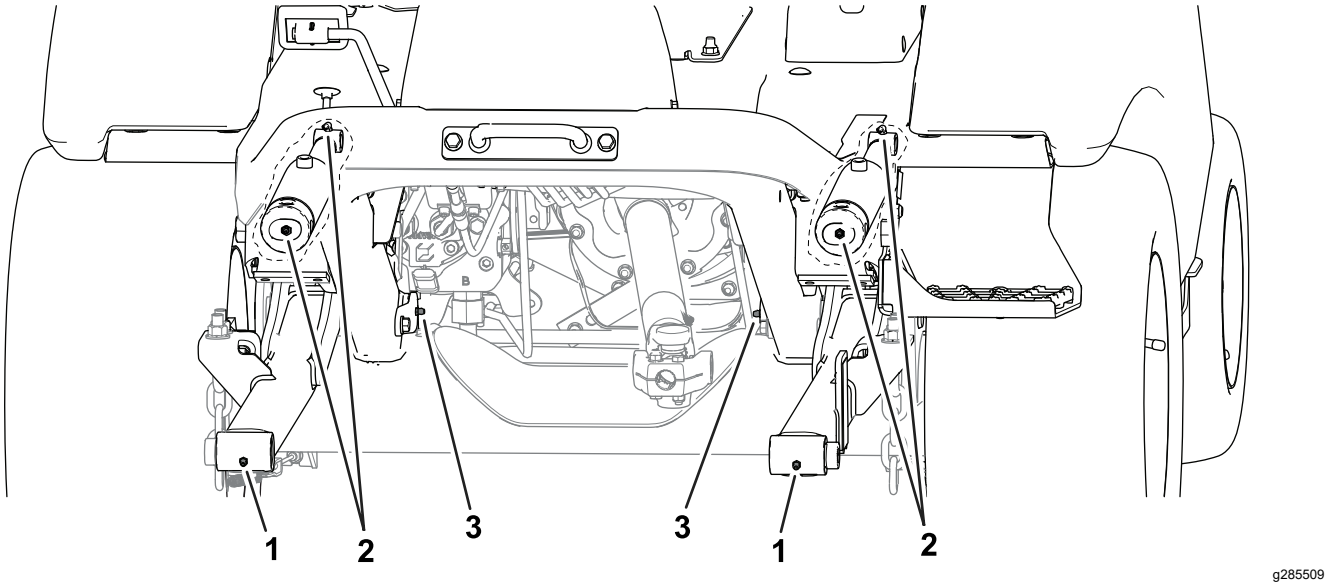

Figur 47
- **Maskinens främre del** (Figur 47):
- Fogar för redskapssprintar (2)
- Lyftcylinderbussningar (2)
- Fogar för lyftarmssprintar (2)